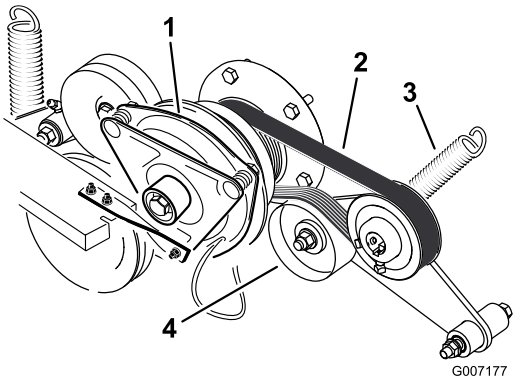

Figuur 63
3. Haal de veer van de arm van de spanpoelie (Figuur 63).
4. Plaats een nieuwe riem rond de motorpoelie en de poelie van de pomp van het hydraulische systeem (Figuur 63).
6. Monteer de veer op de arm van de spanpoelie (Figuur 63).